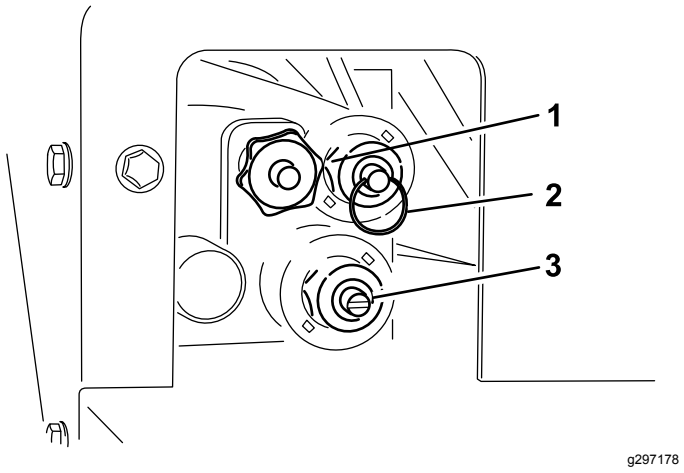

Figur 26
Omgåelseskontakten befinder sig på førersiden af hydrauliksystemet (Figur 26).
- Drej grebet med uret for at justere transportbåndets hastighed (Figur 26). I betjeningssystemet med farvekoder bruges transportbåndets maksimale hastighed, så denne justering kan foretages uden hydraulikflow. Det er den bedste indstilling, når tragtbeholderen er fyldt med sand.
- Tryk ind på ringen på ventilspindlen for at hæve tragtbeholderen (Figur 26).
- Træk ud i ringen på ventilspindlen for at sænke tragtbeholderen (Figur 26).
- Brug en flad skruetrækker til at forøge spinderhastigheden (Figur 26) ved at dreje med uret eller sænke hastigheden ved at dreje mod uret.